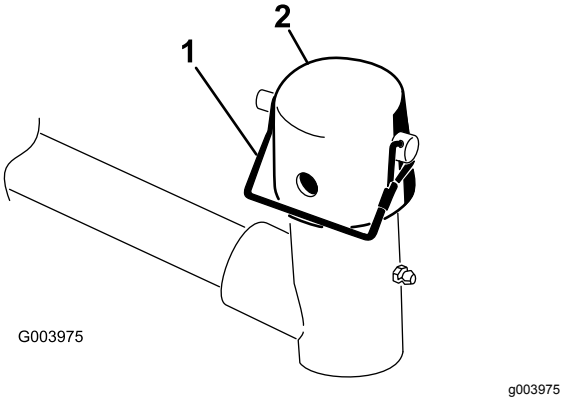

Figur 9
7. Fjern låsestiften og hætten fra løftearmens drejegaffel (Figur 9).
11. Fastgør hætte og bærerammens aksel på løftearmsgaflen med låsestiften (Figur 9).